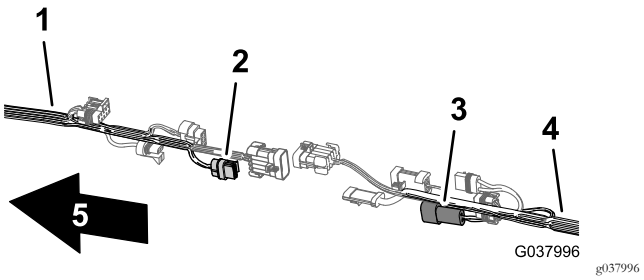

Figura 109
5. Conecte el conector de 2 pines de la bomba de enjuague del arnés de cables delantero al conector hembra de 2 vías de la bomba de enjuague del arnés de cables trasero (Figura 109).